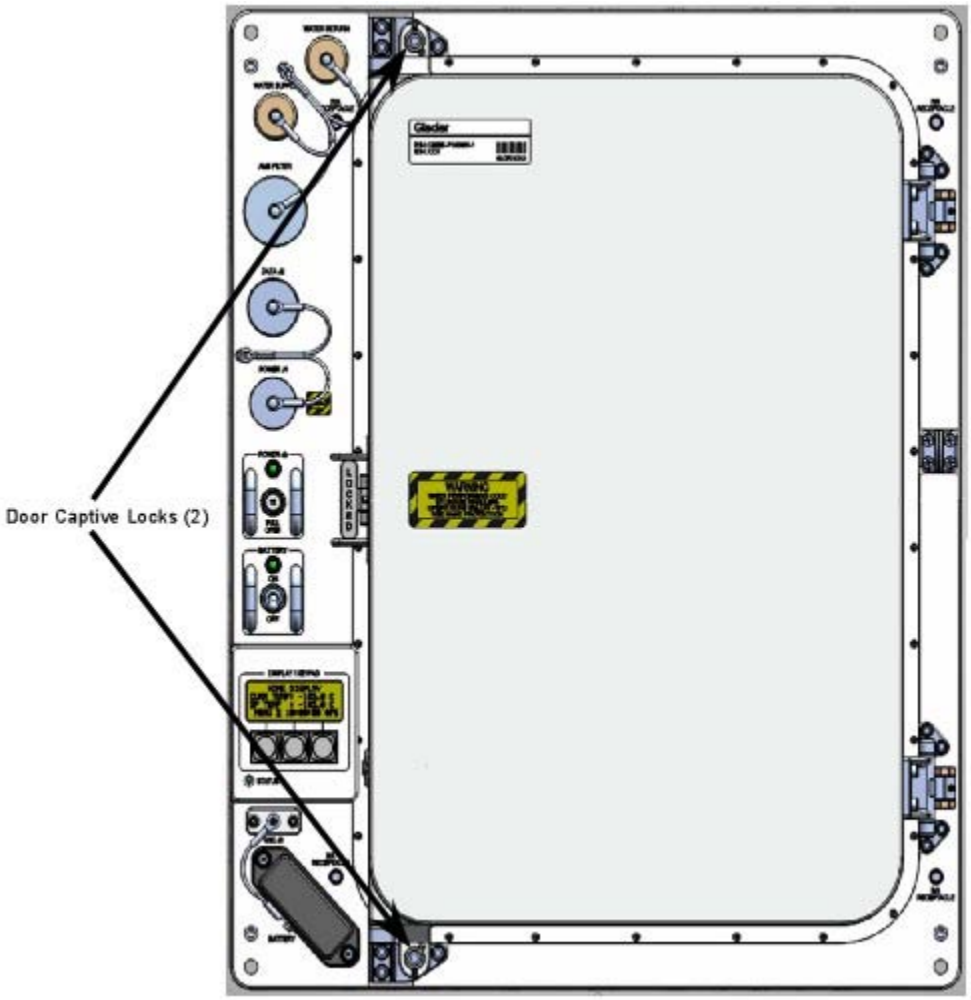

Figure 2.- Glacier Configuration.
4.3 Fasten Glacier Door Captive Locks (two), torque to 75 in-lbs using 3/16" Hex Head, 3/8" Drive, 1/4" - 3/8" adapter, 4" Extension, 1/4" Drive, (40 to 200 in-lbs.) Trq Wrench 1/4" Drive. See Figure 2.